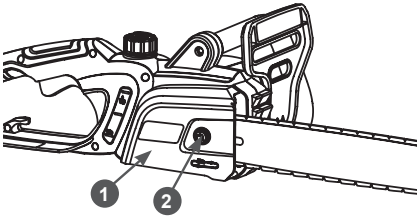

Рис. 2 Снятие крышки шины
3. Открутите гайку 2 крепления крышки шины (Рис. 2) против часовой стрелки и снимите крышку 1 шины с корпуса электропилы.